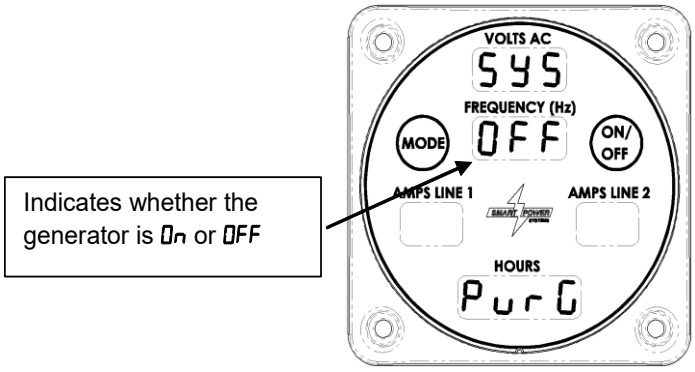

Figure 14 - Display in Purge Mode
2. If the Display looks like Figure 14, The purge option is enabled.
6. Return to system purge display by pressing the Mode button repeatedly until the screen shown in Figure 14 is displayed. Purge will still be active.